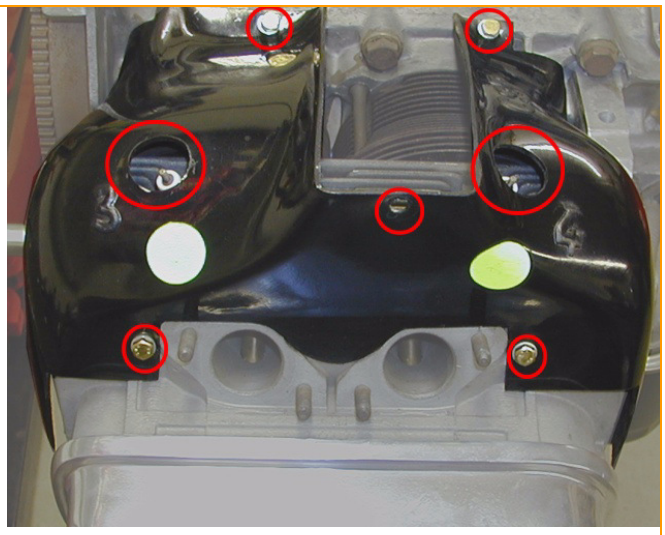

Fig.8
- When the desired position of the fan assembly has been found, the individual mounting holes can be marked and drilled to the cylinder covers. (Fig. 8 circular marks)
- Nun können Sie die individuellen Befestigungsbohrungen für Motorblock, Zylinderkopf und Gebläsekasten anzeichnen und bohren. (Fig. 8 die kreisförmigen Markierungen)
- After final positioning of the cylinder covers and final cut outs for the mounting bolts, the holes for the spark plug wires can be determined, marked and cut to the covers. (Fig. 8)
- Nach erfolgreicher Positionierung der Zylinderkühlmäntel und endgültigen Montage an deren Befestigungslöchern, arbeiten Sie die Löcher für die Zündkerzenstecker aus. (Fig. 8)